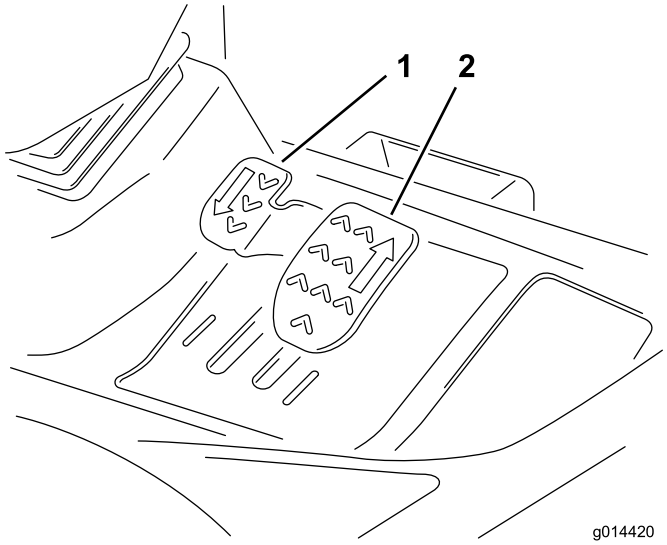

**Figuur 8**
**Vooruitrijden:** Trap het Vooruit-pedaal in om de rijsnelheid te verhogen. Laat het pedaal opkomen om de rijsnelheid te verminderen (Figuur 8).
**Achteruitrijden:** Trap het Achteruit-pedaal in om de achterwaartse rijsnelheid te verhogen. Laat het pedaal opkomen om de rijsnelheid te verminderen (Figuur 8).